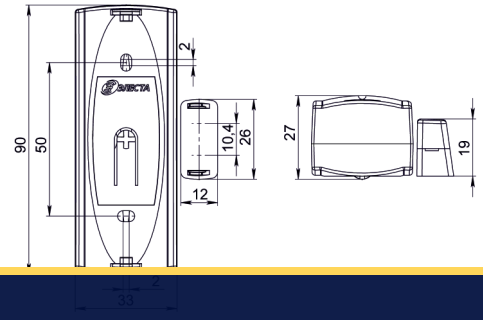

Рисунок 4. Габаритные размеры ИОБ
ИБ состоит из крышки (1), установленной в ней печатной платы (2), и основания корпуса (3). На основании корпуса (рис. 4) расположены:
- два отверстия для крепления на плоскость охраняемой конструкции (4),
- два вскрываемых отверстия для ввода проводов (5),
- клавиша Датчика Вскрытия / Отрыва (В/О) (6).
Разметить и подготовить отверстия под ИБ в неподвижной части охраняемой конструкции в соответствии с установочными размерами (рис. 4).
Разметить и подготовить отверстия под ЗБ в подвижной части охраняемой конструкции в соответствии с установочными размерами (рис. 4).